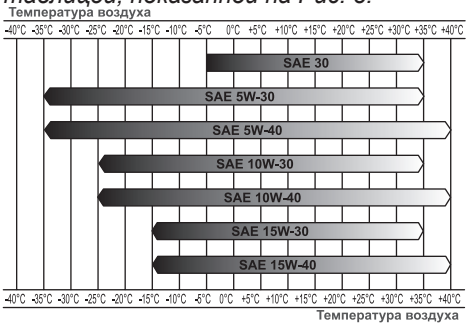

**Рис. 8 Определение вязкости масла**
*ратуры окружающего воздуха, при которой будет работать двигатель. При выборе вязкости масла пользуйтесь таблицей, показанной на Рис. 8.*